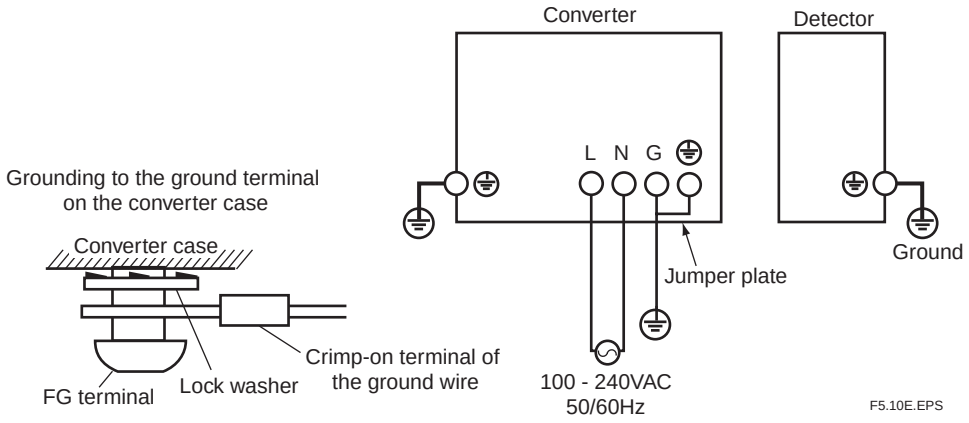

Figure 5.10 Power and Grounding wiring
(1) Keep ground resistance to 100Ω or less (JIS Class 3 ground).
(2) When the ambient temperature of the wiring installation is 80 to 150° C for the wiring of the detector, use wiring material with sufficient heat resistance.
(3) When connecting the ground wiring to the ground terminal of the converter case, be sure that the lock washer is in contact with the case surface (see Figure 5.10.).
(4) Ensure that the jumper plate is connected between the G terminal and the protective ground terminal of the converter.